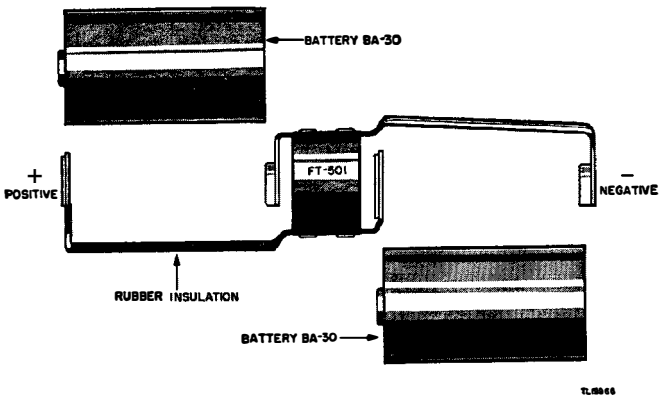

Figure 30. Battery Adapter FT–501, using two Batteries BA–30.
a. Battery Adapter FT-501. In actual operation under tactical conditions the filament current A Battery BA–37 expends itself before the B Battery BA–38 becomes inoperative. To take advantage of the more readily available flashlight Battery BA–30 as an emergency filament supply for Radio Set SCR–536–(*), Battery Adapter FT–501 (fig. 30) has been designed to hold two Batteries BA–30 and just fill the space in the compartment intended to hold the normal filament Battery BA–37. When not issued as a part of Radio Set SCR–536–(*), requisition of Battery Adapter FT–501 may be made through normal signal supply channels (Signal Corps stock No. 2Z200–501). Two Batteries BA–30 do not provide as long-lived filament supply (15 hours) as the normal BA–37 (19 hours), and should not be used if Battery BA–37 is available. Before using the adapter, be sure the contacts are clean and bright to insure good electrical connections between the adapter and the batteries and the spring connectors on the housing of the set. Battery Adapter FT–501 is inserted with plus (+), or raised button, end of the assembly toward the bottom of the housing.